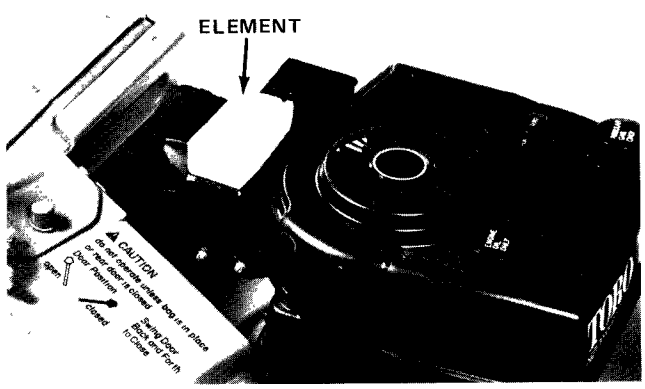

Figure 20
3. Look at top of air cleaner element (Fig. 20). If it is dirty, the element must be removed from air cleaner body (Fig. 20), then cleaned.
D. Place element into air cleaner body (Fig. 20).